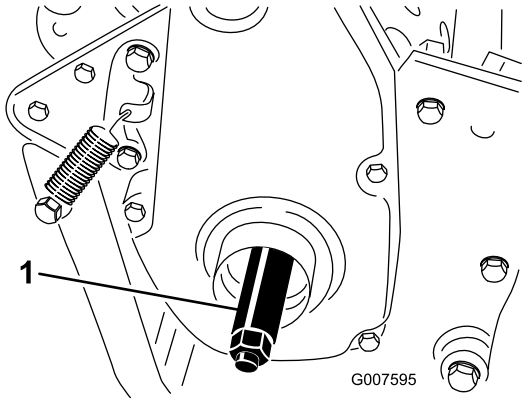

**Figuur 7**
3. Draai de rechterwielas in de aandrijfpoelie op de rechterzijde van de machine (Figuur 7).